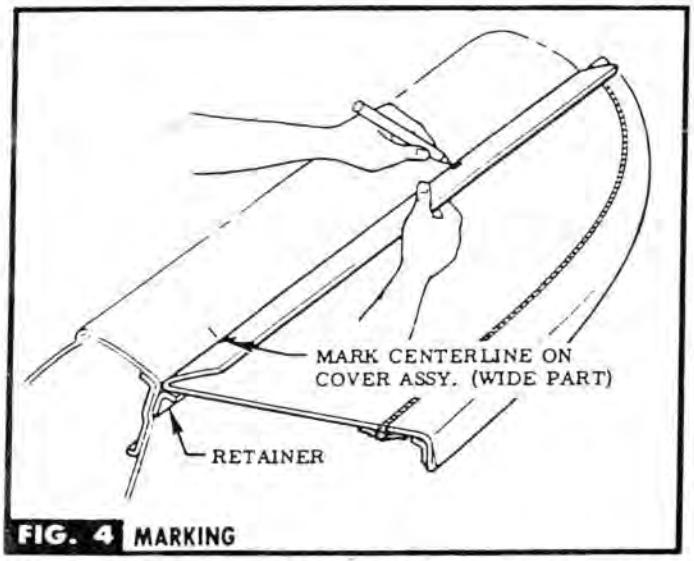

FIG. 4 MARKING
STEP 17 ALIGN CENTERLINE MARK ON COVER ASSY. WITH CENTERLINE ON SEAT THEN HOLDING MATERIAL TAUT MARK EDGE OF SEAT BACK LOCATION ON HEM SIDE OF MATERIAL AT INTERVALS OF APPROXIMATELY SIX INCHES. SEE FIG. 4.